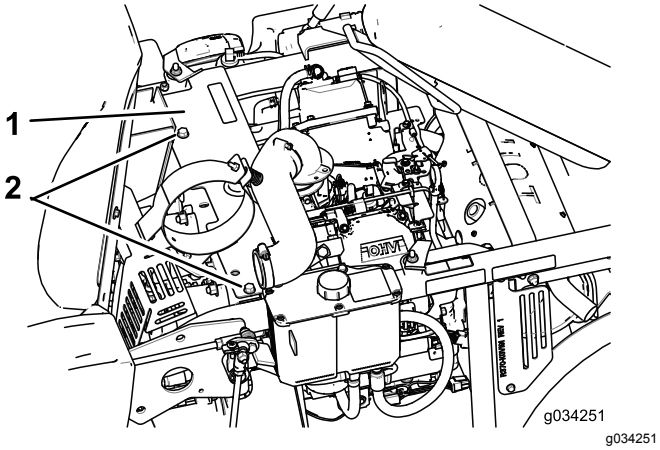

Figur 32
7. Smörja pumpremmens mellandrevsarm (Figur 32).